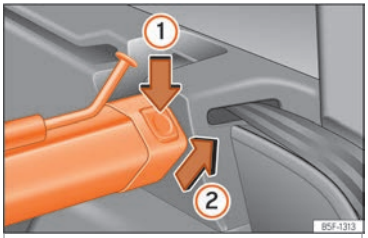

Fig. 139 En el maletero: desmontar la red de separación.
- Presione la tecla de desbloqueo izquierda o derecha ››› fig. 139 en el sentido de la flecha ①.
- Extraiga la carcasa del soporte en el sentido de la flecha ››› fig. 139 ②.
- Presione la carcasa en los soportes izquierdo y derecho en el sentido contrario al de la flecha ››› fig. 139 ② hasta que encastre.